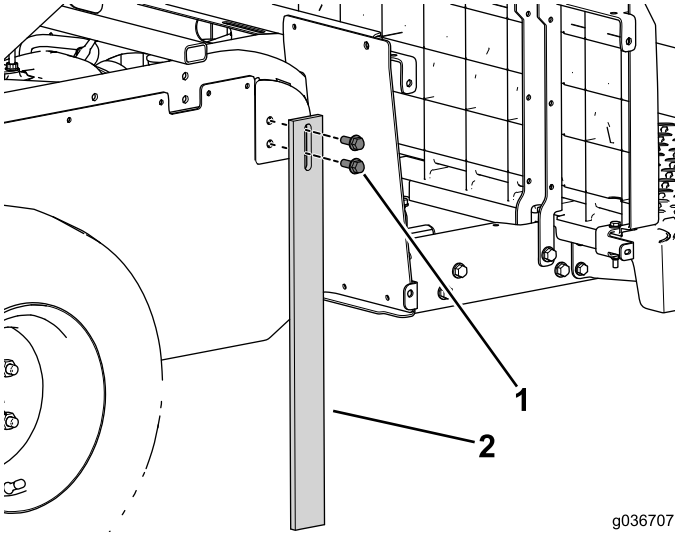

Figure 62
1. Montez la jambe d'appui sur la machine (Figure 62).